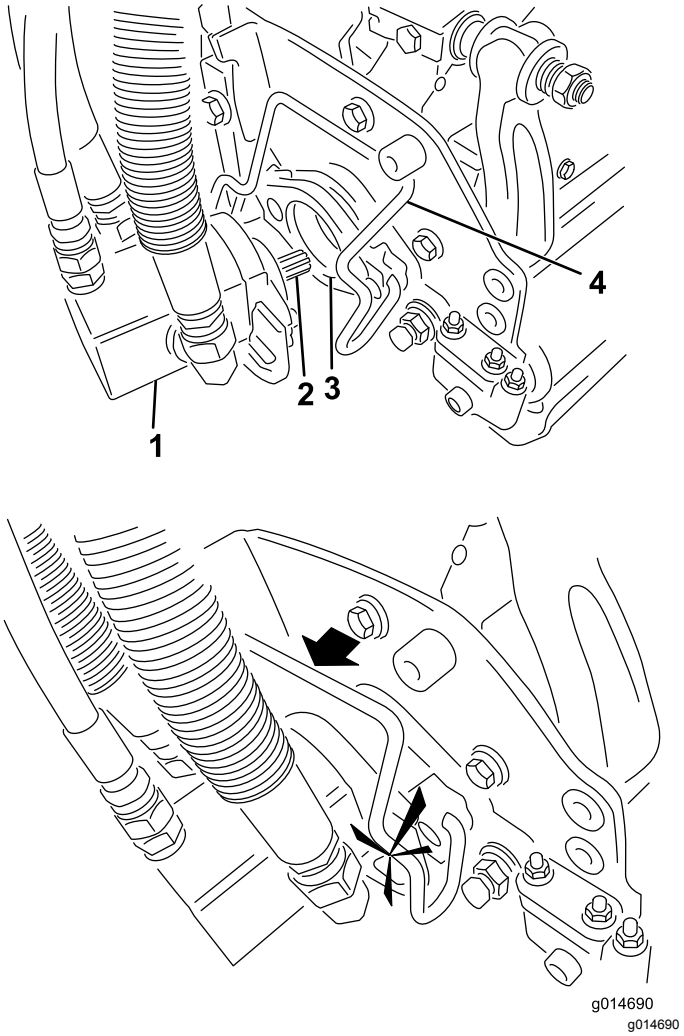

Figur 31
5. Stryk på rent fett på klippenhetsmotorns räfflade axel (Figur 31).
6. För in motorn på vänster sida av klippenheten (sett från förarsätet) och dra motorfäststaget på klippenheten mot motorn tills du hör ett klickljud från båda sidorna av motorn (Figur 31).